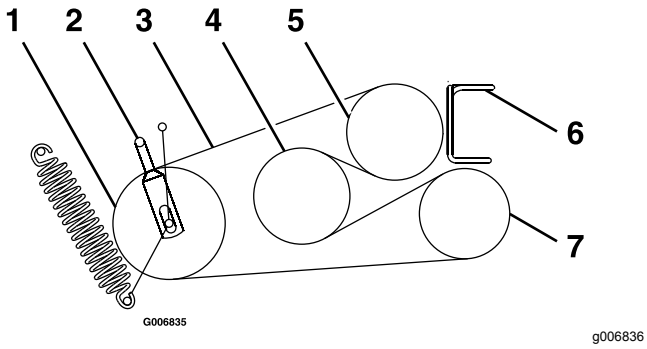

Figur 59
6. Lossa remstyrningarna **A** och **B** (Figur 59).
8. Dra de nya remmarna runt skivorna enligt Figur 59.